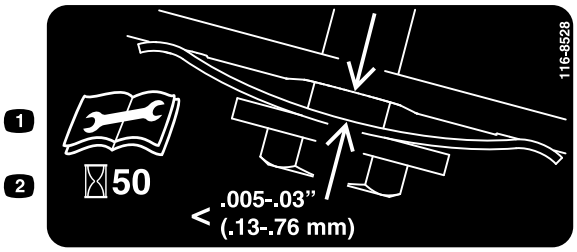

**Figure 33**
3. Placez une jauge d'épaisseur entre 0,13 et 0,76 mm (0,005 et 0,03 po) contre la paroi et faites-la glisser vers le bas derrière le ressort de tension de la courroie; voir Figure 33.